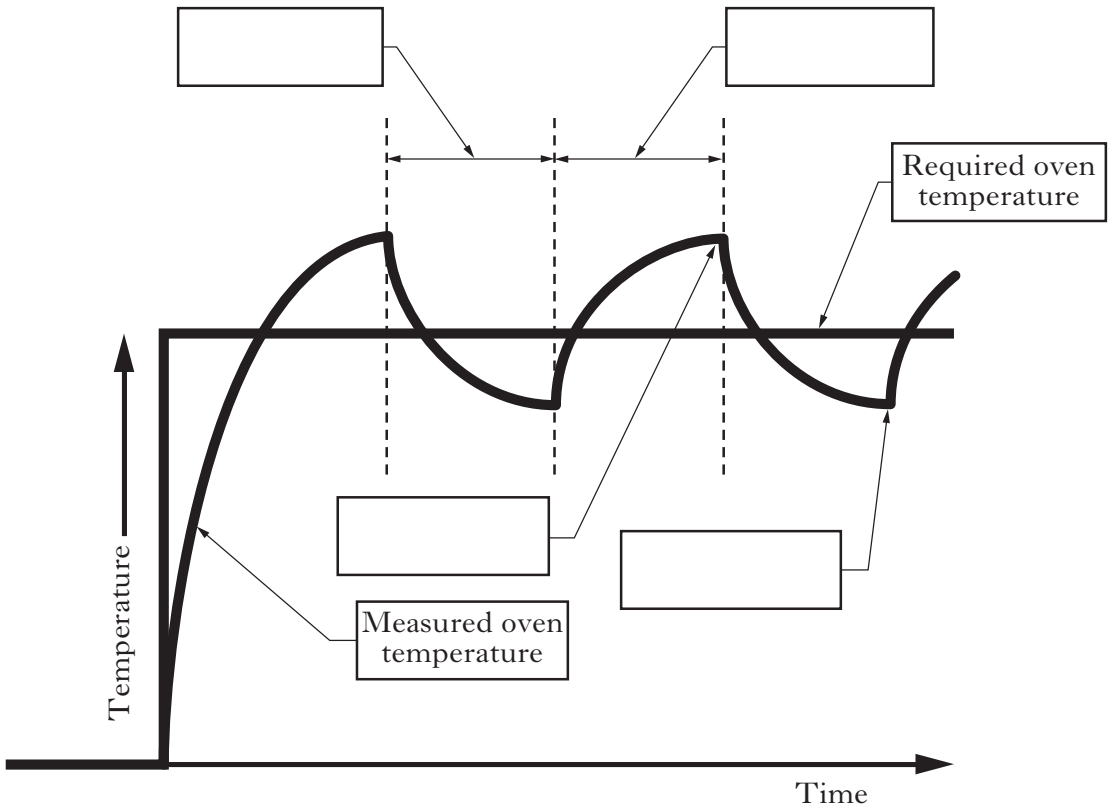

Figure Q12(*c*)
12. (*c*) The graph in Figure Q12(*c*) shows how the Oven temperature varies during the operation of the ON/OFF heater control cycle.
On the diagram in **Figure Q12(*c*)**, insert the appropriate letter in each blank label box from the list below.